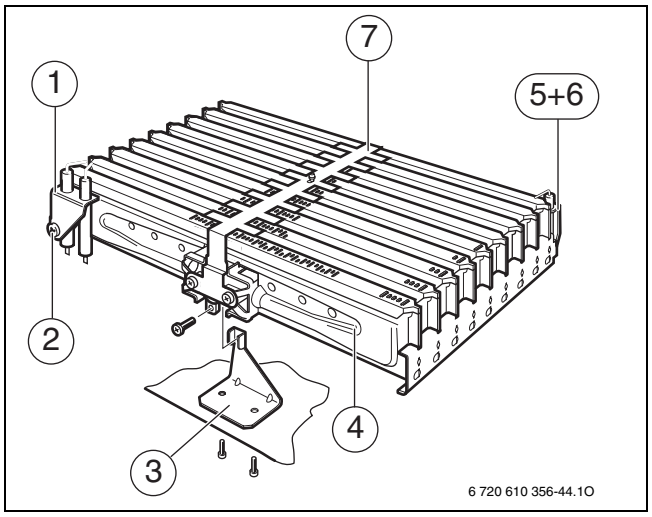

Fig. 38 Blocco bruciatore
- Scollegare con prudenza il giunto ad innesto sugli elettrodi di accensione (→ fig. 38).
- Sfilare con cautela la spina dall'elettrodo di controllo fiamma (5).
- Svitare il supporto bruciatore (3).
- Svitare il controdado sotto il bruciatore e rimuovere con cautela il gruppo bruciatore (4).